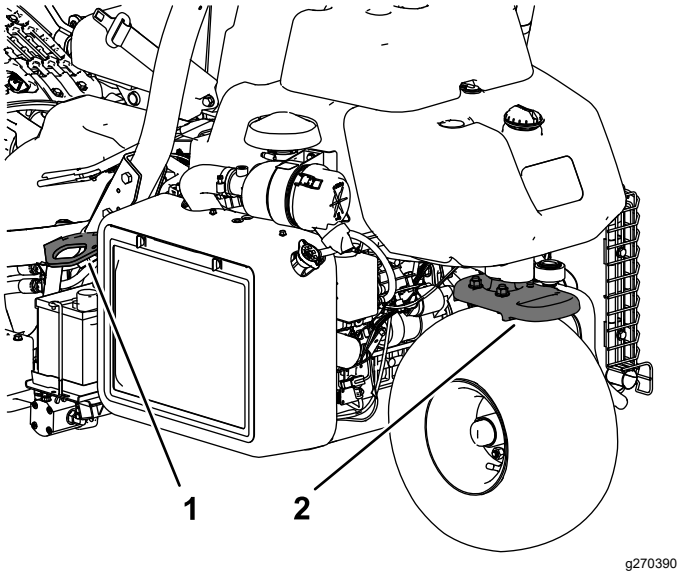

**Figura 26**
- Fissate saldamente la macchina in basso utilizzando cinghie, catene, cavi o corde. Sia la cinghia anteriore, sia quella posteriore dovranno essere rivolte verso il basso e all'esterno rispetto alla macchina (Figura 26).